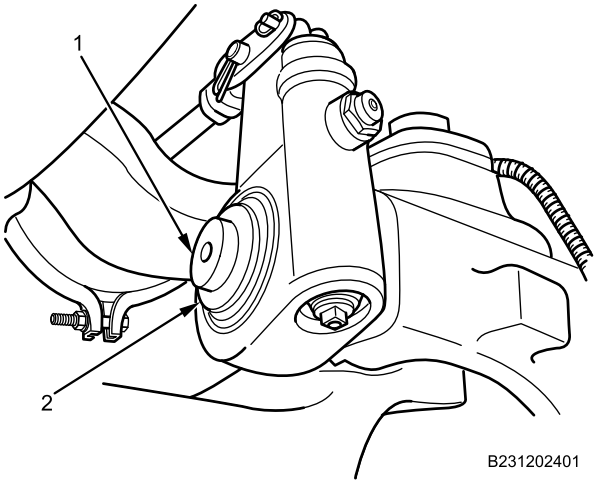

Figure 4. Snapring Installation.
6. Check end play between brake S-camshaft (Figure 4, Item 1) and slack adjuster assembly with dial indicator. Desired end play is 0.000-0.060 in. (0.00-1.5 mm).
7. Install new washers as necessary onto brake S-camshaft (Figure 4, Item 1), and secure slack adjuster assembly with snapring (Figure 4, Item 2).